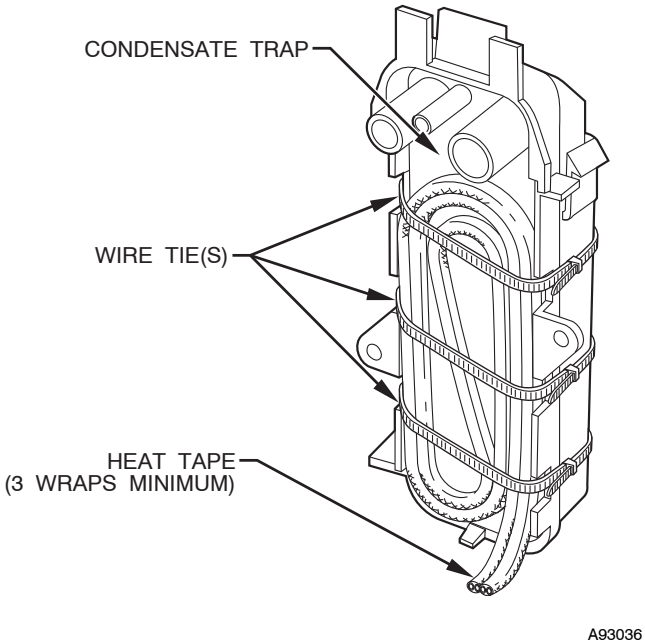

Fig. 45 - Condensate Trap Heat Tape
2. Locate heat tape between sides of condensate trap back. (See Fig. 45.)